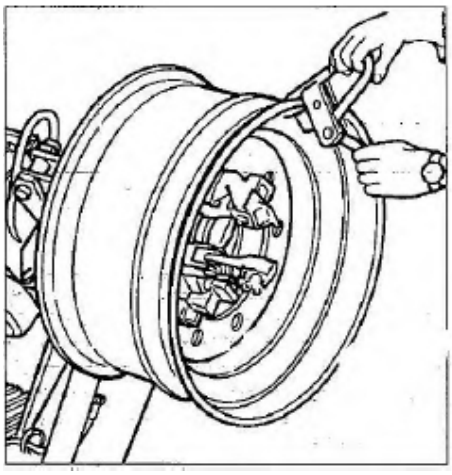

Рис. 23
3) Прикрепите РС зажим к внешнему краю обода в самой верхней точке (см. рис. 23).
3) Прикрепите PC зажим к внешнему краю обода в самой верхней точке (рис. 23).